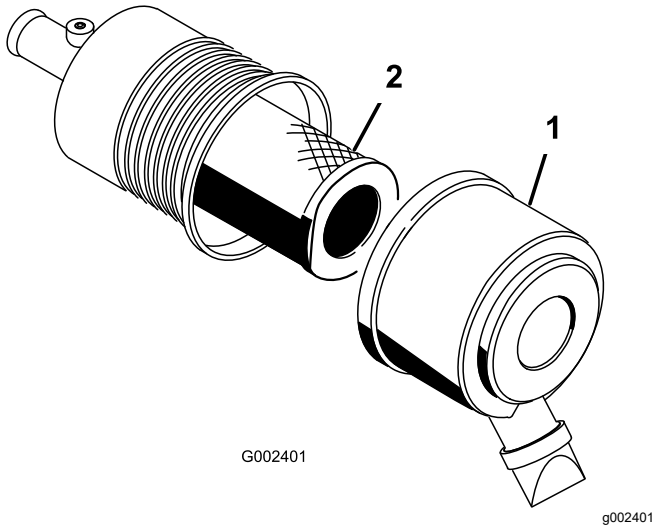

Figuur 54
1. Maak de sluitingen los waarmee het deksel van het luchtfilter is bevestigd aan het luchtfilterhuis (Figuur 54).
2. Verwijder het deksel van het luchtfilterhuis (Figuur 54).
4. Verwijder en vervang het filter (Figuur 54).